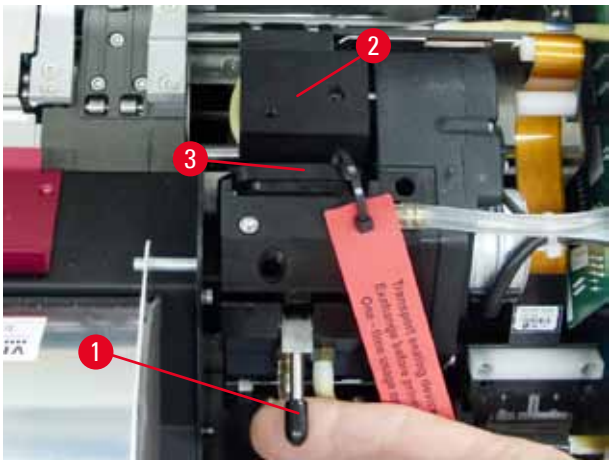

Afb. 30
4. De printkop (→ "Afb. 30-2") gaat naar boven tot ca. 1 cm van de afdichtlip (→ "Afb. 30").